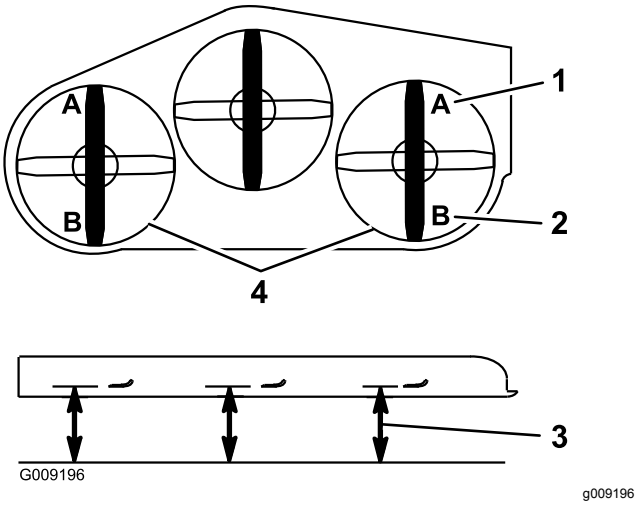

Figur 96
9. Mål fra den jevne overflaten til den fremre tuppen på kniven (posisjon A) på begge sider av klippeenheten, som vist i Figur 96.
15. Mål fra den jevne overflaten til den bakre tuppen på kniven (posisjon B) på begge sider av klippeenheten, som vist i Figur 96.